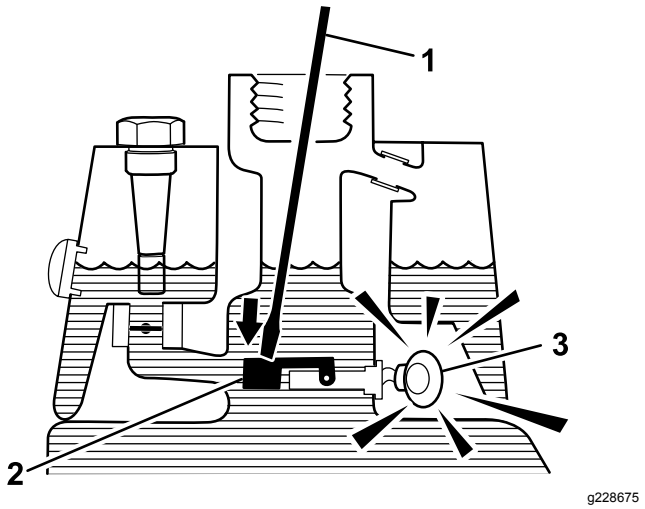

Figuur 54
3. Steek een schone staaf of schroevendraaier in de vulbuis en druk de vlotter voorzichtig naar beneden (Figuur 54); het alarm zou moeten afgaan na 1 seconde.